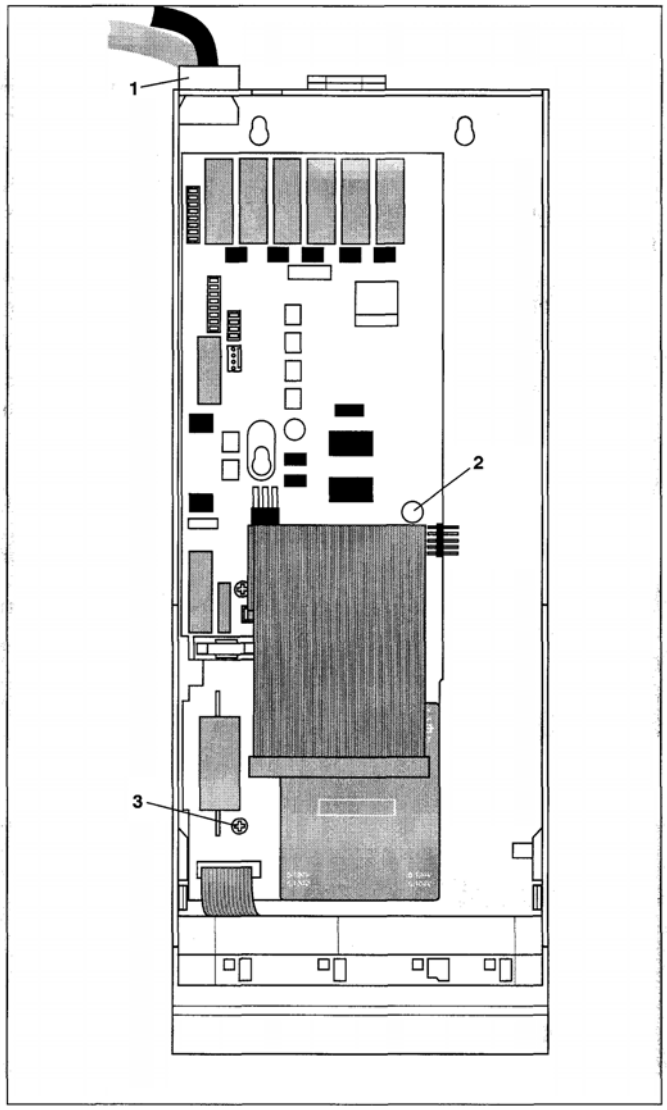

Рис. 20: Замена интерфейсного модуля.
- Если установлена заглушка (1), удалите ее, затем извлеките кабель из кабельного канала впереди в корпусе (рис. 20).
- Удалите винты (2+3) (рис. 20).